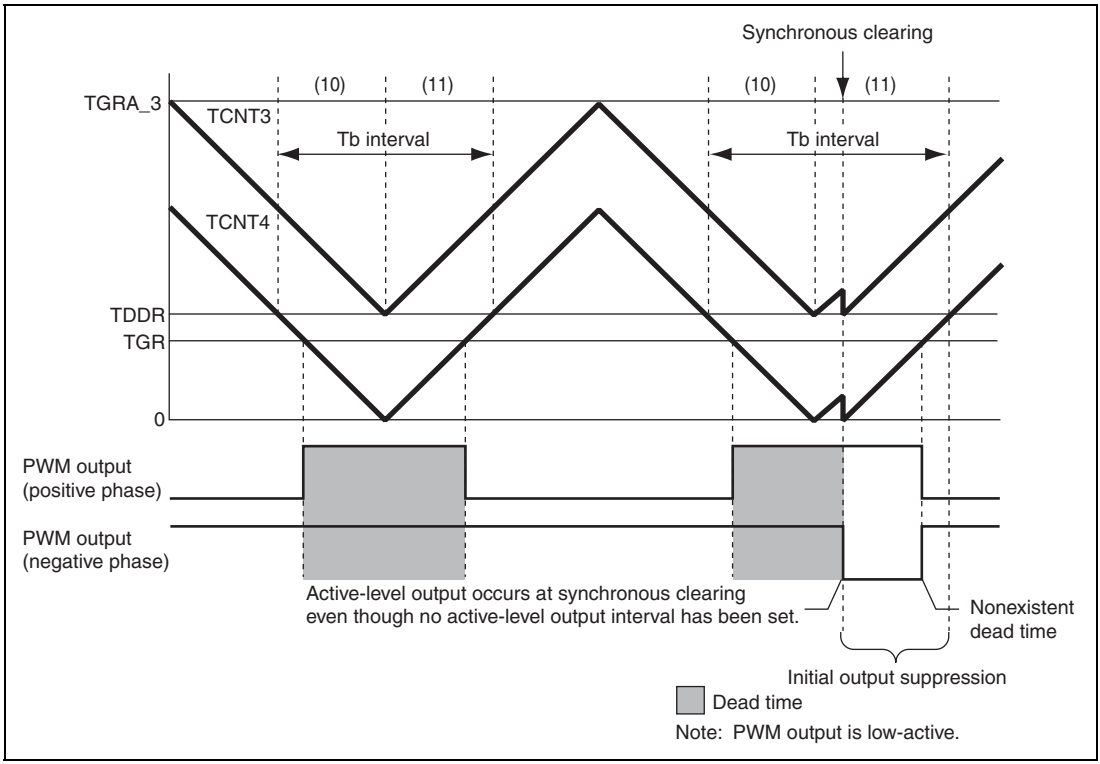

**Figure 10.137 Condition (2) Synchronous Clearing Example**
Condition (2): When synchronous clearing occurs within initial output suppression interval (10) or (11) and TGRB_3 ≤ TDDR, TGRA_4 ≤ TDDR, or TGRB_4 ≤ TDDR is true (figure 10.137).